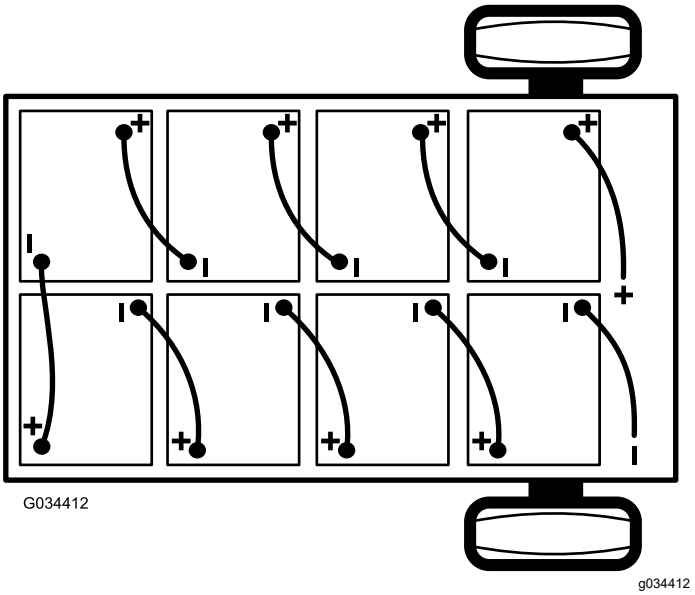

Figuur 42
2. Maak de zwarte hoofdkabel (-) los die de accugroep verbindt met het aardingspunt van de machine (Figuur 42).
3. Maak de rode hoofdkabel (+) los die de accugroep verbindt met de hoofdschakelaar van de machine (Figuur 42).
Opmerking: Let op de polariteit van de accu als u een nieuwe accu plaatst (Figuur 42).
6. Sluit de accu's op elkaar aan zoals in Figuur 42; gebruik hiervoor de accuverbindingskabels die u verwijderd hebt in stap 1.
2. Sluit de rode hoofdkabel (+) tussen de accugroep en de machine aan (Figuur 42).
3. Sluit de zwarte hoofdkabel (-) tussen de accugroep en de machine aan (Figuur 42).